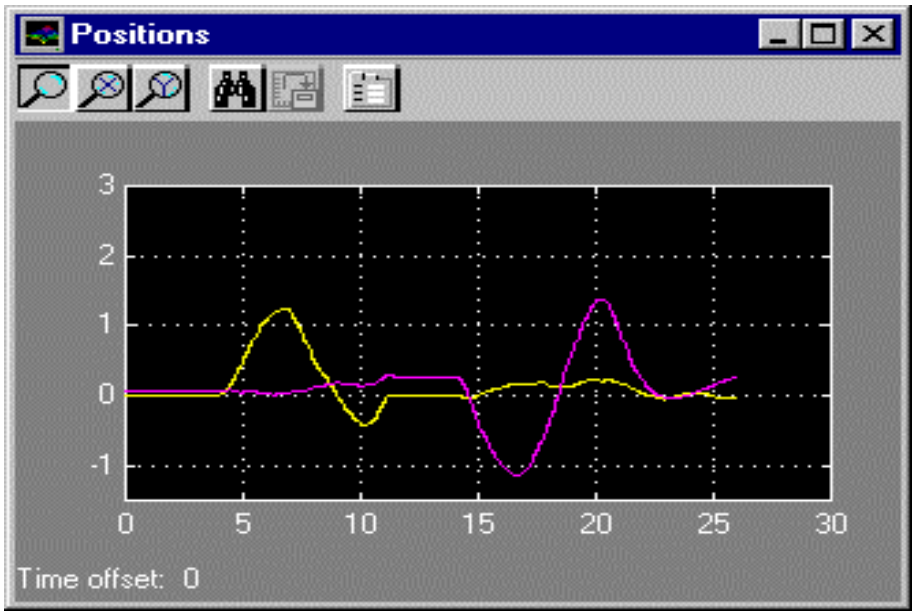

Figure 2-4: Testing the measurements. The DC motors are off
- Check if the measurements of the angles describing the TRMS position are displayed by the computer. Click on the ***Simulation*** menu and click the ***Start*** bar. Slowly move the beam vertically in both directions by hand (do not change horizontal position). The results of this action should be visible in the scopes on the screen (see Figure 2-4). Then fix the vertical angle and move TRMS in the horizontal plane by hand from one limit to the other and observe the scopes. You can verify if the measurements are correct.